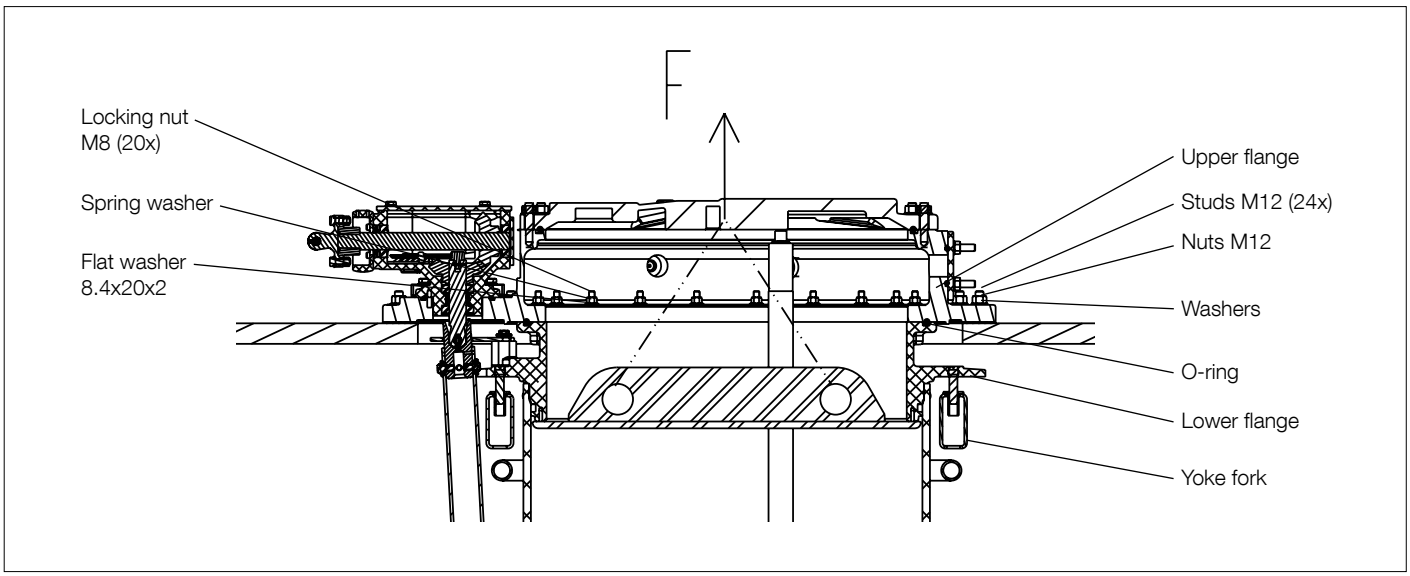

Fig. 21.
4. Place the upper flange over the opening in the transformer cover. Turn the upper flange so that the flange for the bevel gear is aligned with the drive shaft. The screws in the lower flange must fit into the holes in the upper flange; see Fig. 21.
8. Insert 24 studs; see Fig. 21, through holes in the upper flange, down into the threaded holes in the flange of the transformer cover. If the studs do not fit, the position of the tap-changer must be adjusted, which may require lifting.